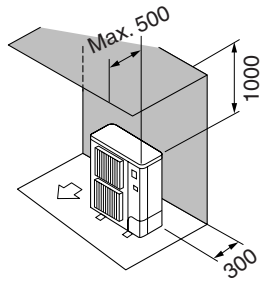

Fig. 3-6
② Hindernisse nur auf der Rück- und Oberseite (Fig. 3-6)